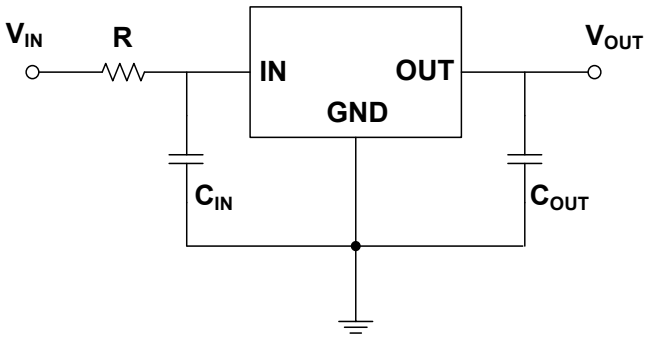

Figure 9-2. Resistance is used at IN
2. Place a resistor with appropriate resistance in series before the IN of the voltage regulator, which can help the voltage regulator share part of the energy in case of surge. The resistance value of the resistance should not be too large. The specific resistance value depends on the application of the circuit. Generally, the resistance value of this resistance does not exceed 20Ω. As shown in Figure 9-2.
For the CJ78 series, it is recommended that the input voltage should not exceed 17V and the peak voltage should not exceed 35V. **When the input voltage is greater than 17V, or the peak voltage that may be greater than 35V may appear in the practical circuit, it is recommended to adopt the circuit layout shown in Figure 9-2 in the circuit design.**
The CJ78 series can obtain better transient response with the help of output capacitance. However, if the output capacitor is relatively large, the surge current generated by the charging of the output capacitor will also be large at the moment of power on of the regulator, and the large surge current passing through the regulator may damage the internal circuit. When the output capacitance is large, adopting the circuit design shown in Figure 9-2 will reduce the possibility of damage to the device due to large surge current to a certain extent. It is recommended that the selection of output capacitor should not exceed 20μF. **If the selection of output capacitor exceeds 20μF, it is recommended to adopt the circuit design in Figure 9-2 to reduce the possibility of accidental failure of the device due to large surge current during power on.**
It is recommended that the output capacitor (C_{OUT}) should not exceed 20μF. When the output capacitor (C_{OUT}) exceeds 20μF, it is recommended to use the circuit layout shown in Figure 9-2. See *Large Output Capacitance* for more details.